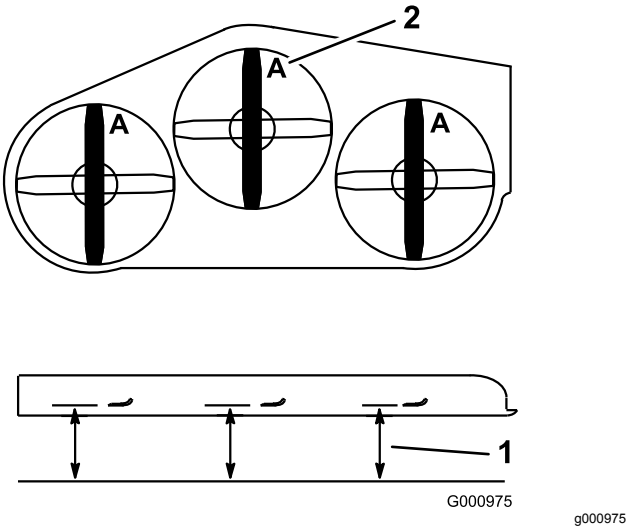

Figur 101
4. Mål fra en plan overflade til skæreknivenes skærekant, position **A** (Figur 101).